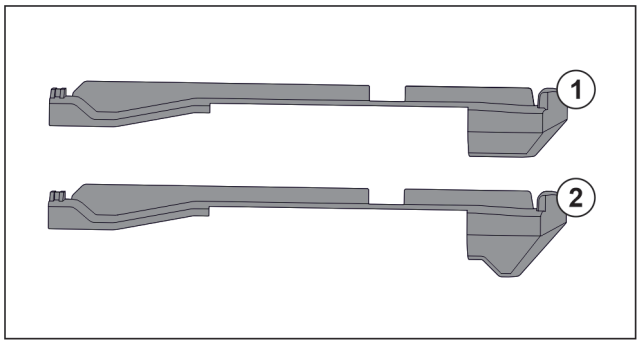

Fig. 124 Comparing attachments
There are two different attachments in the appliance. The attachment above the lowest drawer *Fig. 124 (2)* has a three-cornered edge. All other attachments *Fig. 124 (1)* have a straight edge.
▶ Fit attachment *Fig. 124 (2)* with the three-cornered edge above the lowest drawer.
▶ Fit attachment *Fig. 124 (1)* with straight edge in all other positions.